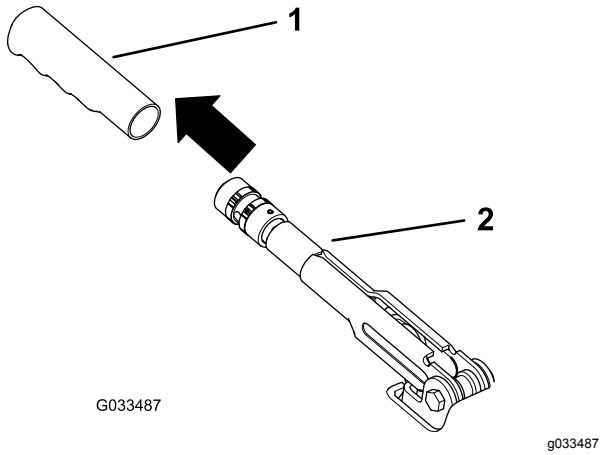

**Rysunek 63**
1. Zdejmij gumowy uchwyt z dźwigni hamulca postojowego (Rysunek 63).